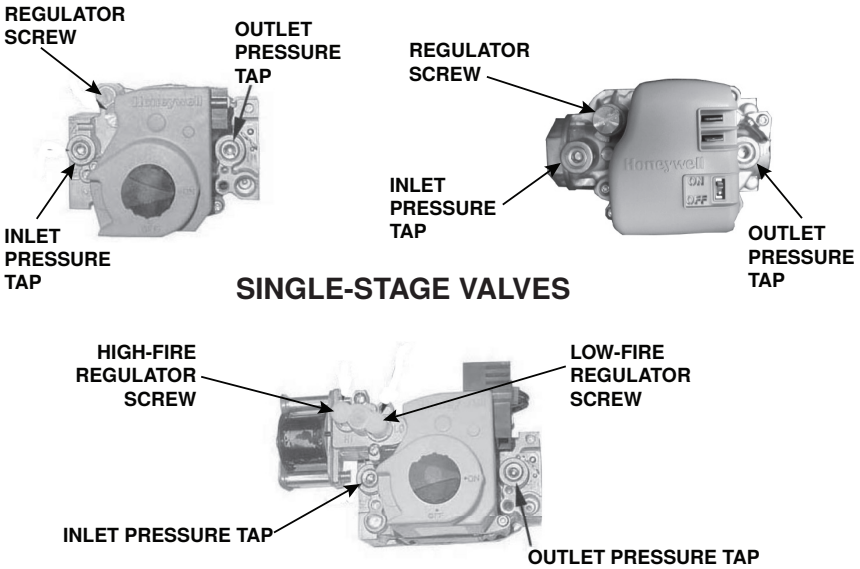

**Figure 21. Combination Gas Valves**
4. Connect manometer to output pressure tap on valve (see **Figure 21**).
6. Remove cap from regulator screw (see **Figure 21**) and adjust pressure in accordance with **Table 22** by turning regulator screw IN (clockwise) to increase pressure or OUT (counterclockwise) to decrease pressure. Reconnect wire to Hi terminal on two-stage high fire valve.
9. Connect manometer to inlet pressure tap (see **Figure 21**). While heater is operating, measure inlet pressure, which should be between 5 and 14 IN WC for natural gas or between 11 and 14 IN WC for propane.